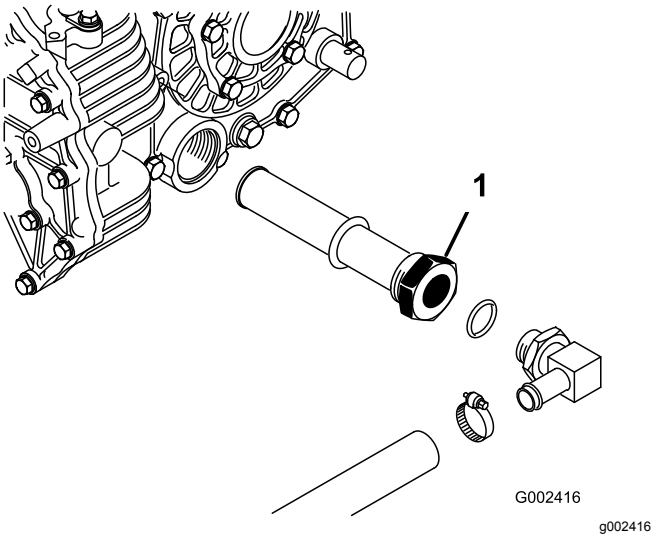

Figuur 74
3. Onthoud de positie van de hydraulische slang en de 90°-fitting voor de zeef aan de zijkant van het reservoir (Figuur 74).